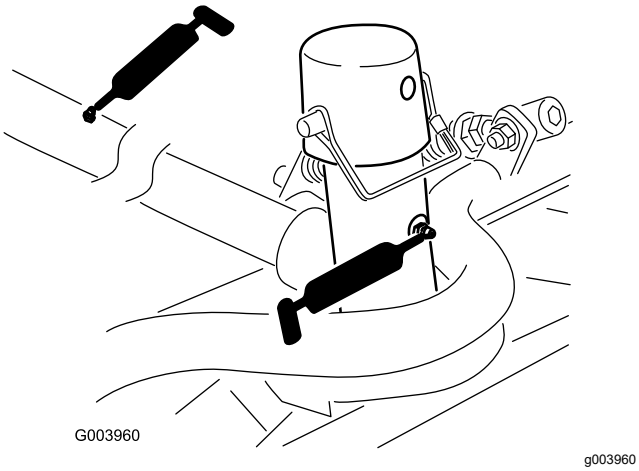

Figuur 103
- Draagframe en draaipunt van maaidek (2 elk) (Figuur 103)